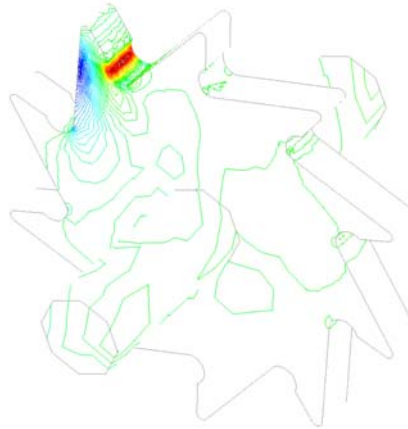

*Figure 26. Visualization of the **X** component of the **NODAL STRESS** calculation using **Contour Lines***
4. The **View** menu and the **Results** menu may be combined in order to see the various calculations with each one of the visualization methods. For example, select **Windows→View style** and **Hidden Bound** in the **Style** combo box. Then in the **View results** window select **Contour Lines** from the **View** combo box and from the list of results select the **Sx** component of the **Stresses** result. Click **Apply**; the resulting view is shown in Figure 26.